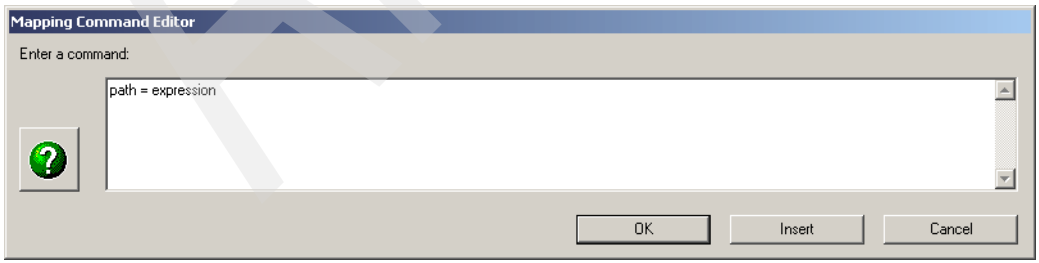

Figure 15-28 Mapping Command Editor
5. The Mapping Command Editor window opens, displaying a template defining structure of a new mapping command Figure 15-28.